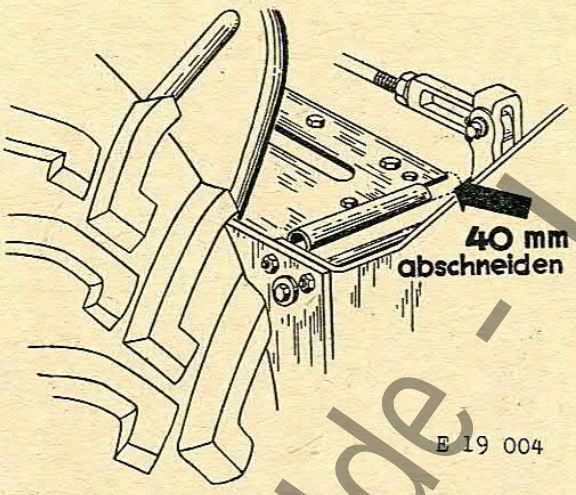

Bild 3.
6. An der inneren vorderen Ecke des rechten Bodenbleches ist die Sicke 40 mm abzuschneiden (sofern dies nicht schon in der Fabrik geschehen ist), damit die Hebelwelle in der oberen Stellung nicht am Bodenblech anstößt (Bild 3).